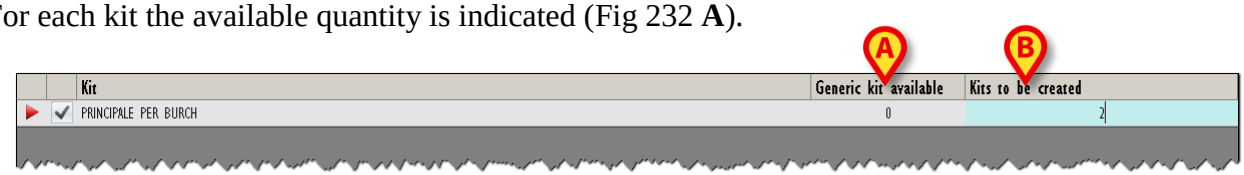

Fig 232
For each kit the available quantity is indicated (Fig 232 **A**).
- Insert the number of generic kits to be created in the field indicated in Fig 232 **B**.